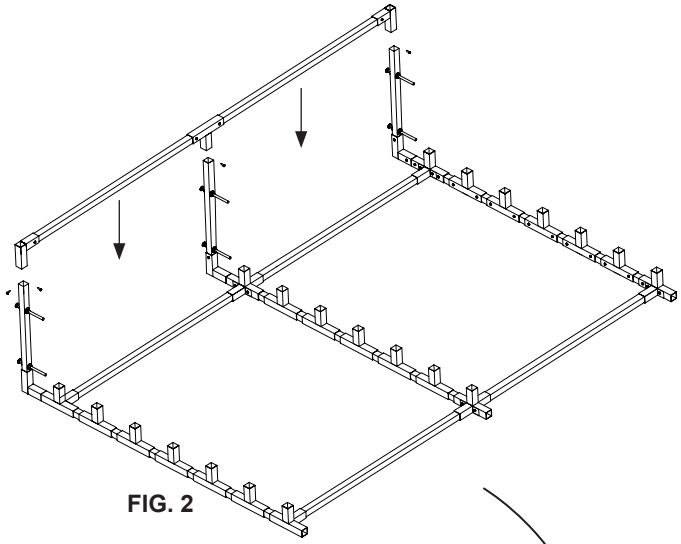

FIG. 2
3. Slide the base rail onto the frame and secure using FA4482B Tek screws (FIG. 2 & 3).